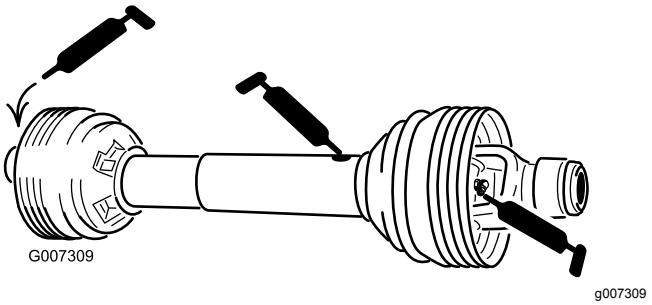

Figur 28
Kraftuttakets aksel (3) (Figur 28)